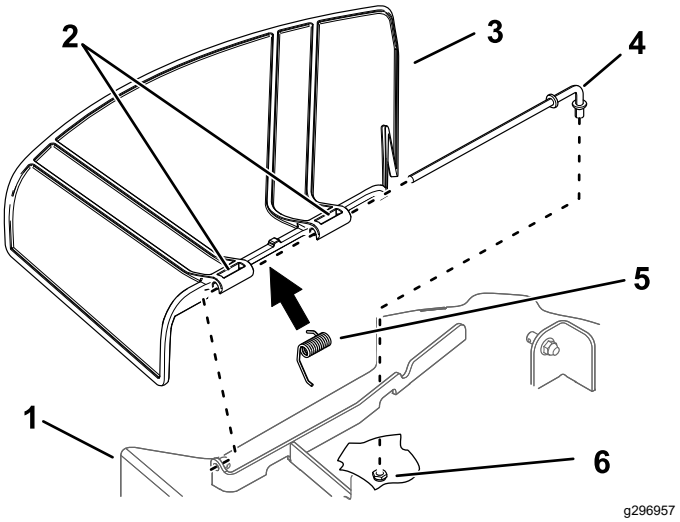

Figura 65
1. Retire la tuerca (⅜") de la varilla (debajo del cortacésped) (Figura 65).
2. Retire la varilla del espaciador corto, del muelle y del deflector de hierba (Figura 65).
4. Instale el deflector de hierba nuevo (Figura 65).
7. Deslice la varilla por el segundo soporte del deflector de hierba (Figura 65).
9. Sujete el extremo trasero de la varilla al cortacésped con una tuerca (⅜"), según se muestra en Figura 65.